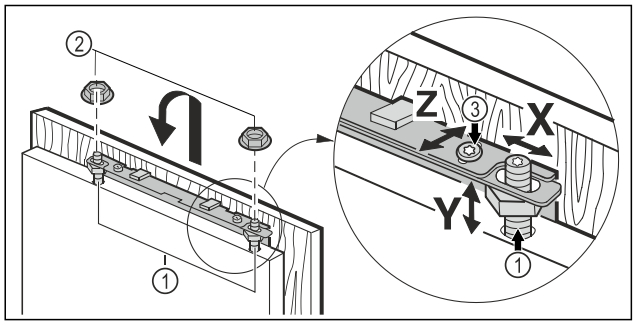

Fig. 60
- ▶ Hook the unit door onto the adjustment bolts *Fig. 60 (1)* and screw the lock nuts *Fig. 60 (2)* loosely onto the adjustment bolts.
- ▶ Align the unit door in height **Y** and in the lateral inclination: Adjust the adjustment bolt *Fig. 60 (1)* with a screwdriver.
- ▶ Tighten the lock nuts *Fig. 60 (3)*.